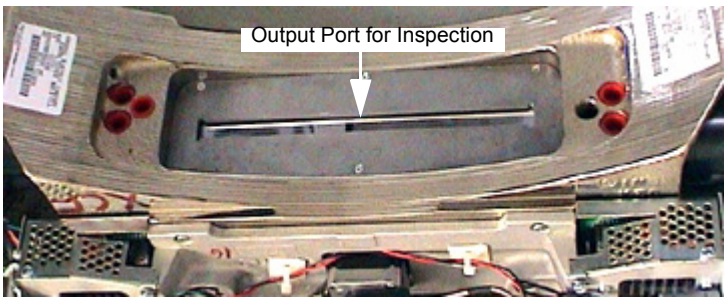

Figure 11-13 Collimator Output Port
3.) Using a flashlight, inspect the primary copper filter by looking down into the collimator output port. See Figure 11-13.